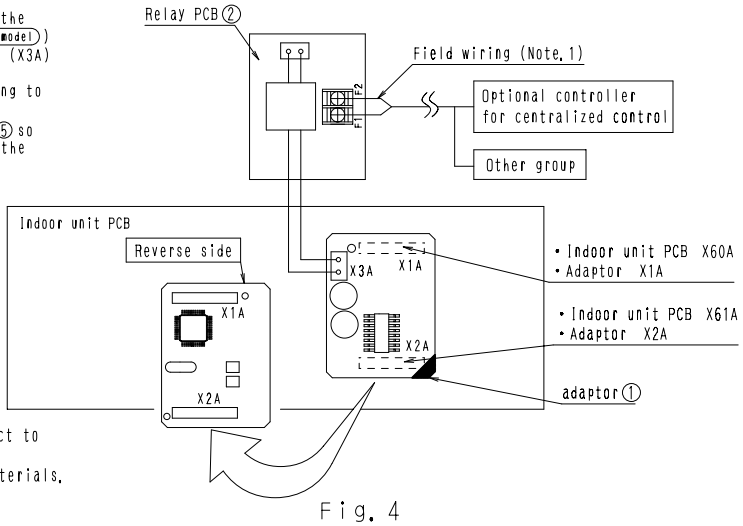

Fig. 4
(2) Insert the harness from Relay PCB ② into the connector (X3A) of the Adapter ①. (Fig. 4)
(3) Mount the Relay PCB ② on the required location referring to the figure of Installe position of Relay PCB .
(4) Bind the extra wires with the attached Clamp material ⑤ so that the wires do not go over the indoor unit PCB and the parts on the PCB do not get damaged.
(5) Connect the wires from the terminals F1 and F2 to the centralized control. (Fig. 4)